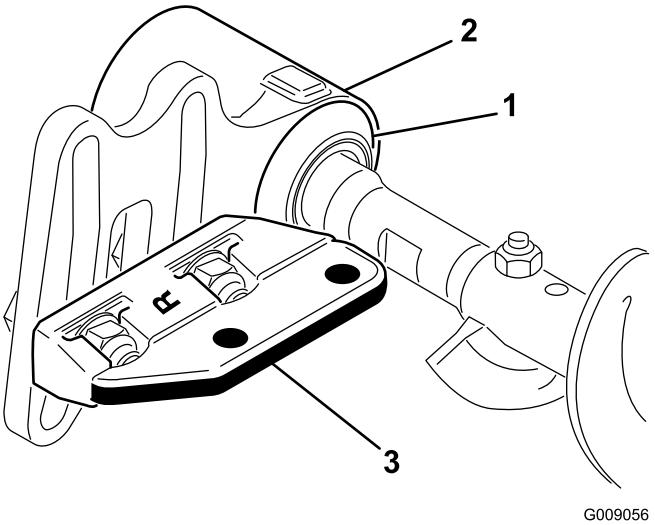

Figura 10
9. Deslize cada vedante de eliminação de sedimentos para fora até que os rebordos vedantes fiquem em ligeiro contacto com cada caixa de rolamentos (Figura 10).